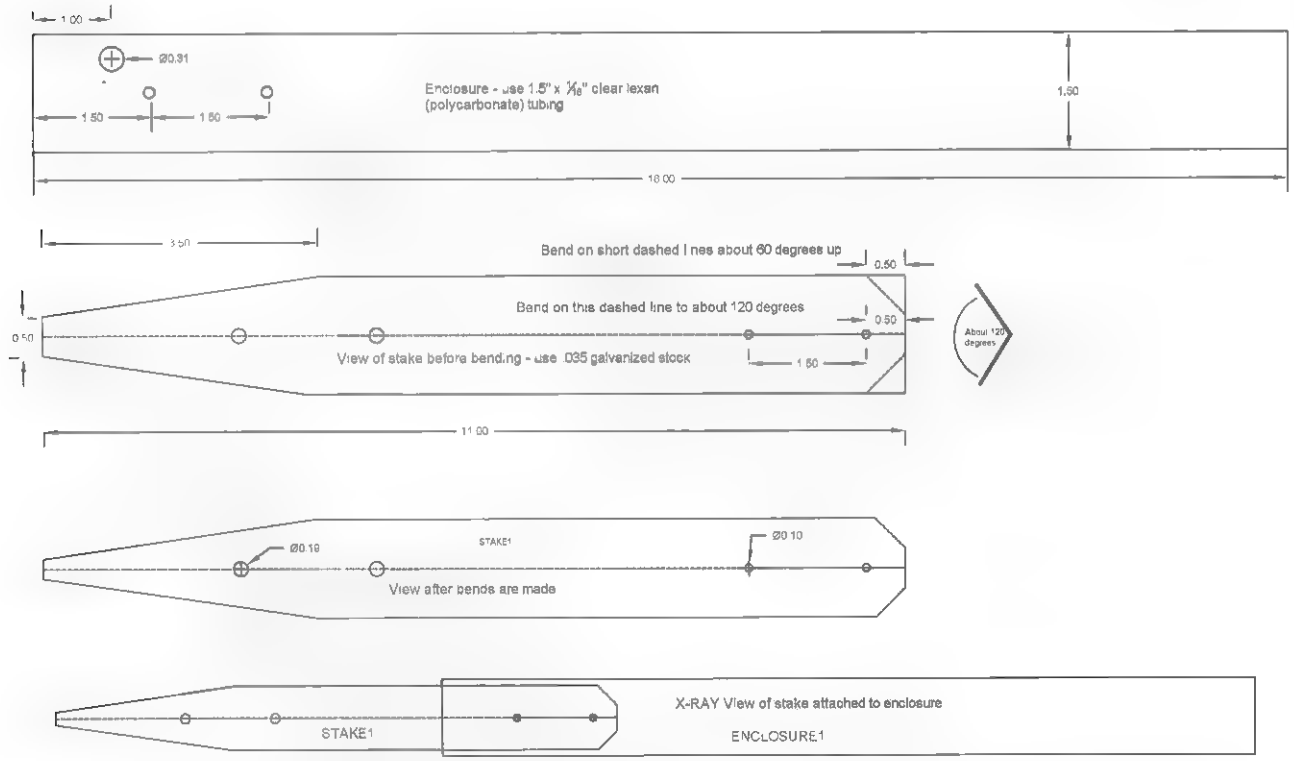

Figure 40-4 *Creating the mounting stake and enclosure*
6. Create the EN1 enclosure tube and the STK1 mounting stake, as shown in Figure 40-4. Note the two mating holes for attaching the stake and the $^{5}/_{16}$-inch hole for the rubber tubular bushing for routing the input power leads.
STAKE1	Metal stake created as shown in Figure 40-4
ENCLOSURE	Plastic tube created as shown in Figure 40-4